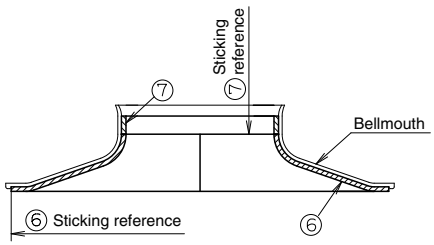

Fig. 5
Adhere the moisture absorber ⑦ in accordance with the reference line ⑦. (Fig. 5)